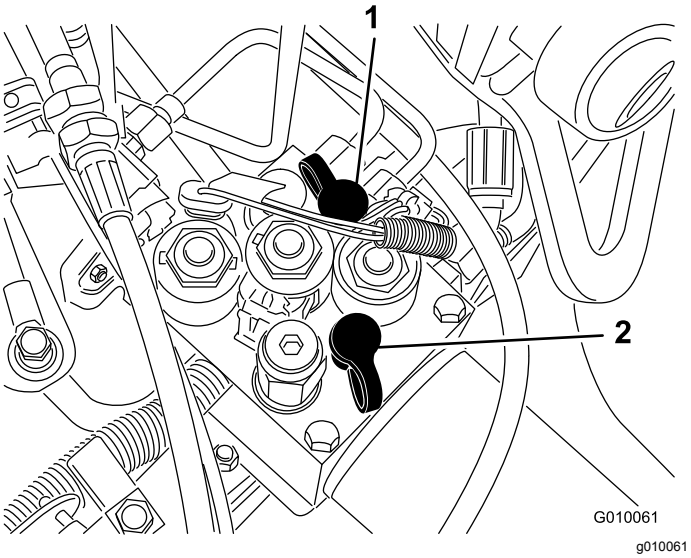

Figur 64
- Teståpning G 2 (Figur 64) brukes til å hjelpe til med feilsøking i trekkmatingskretsen.
- Teståpning G 1 (Figur 64) brukes til å hjelpe til med feilsøking i trykket i løftekretsen.